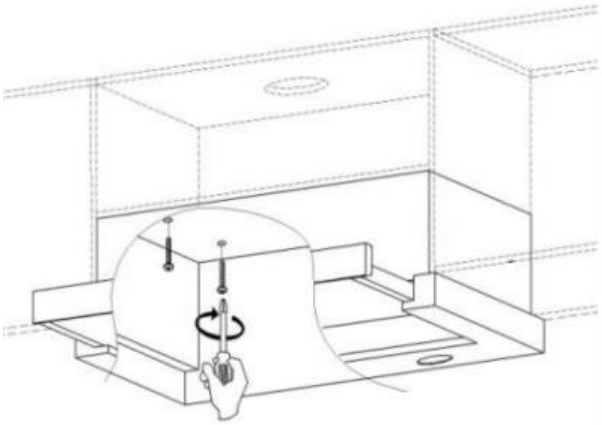
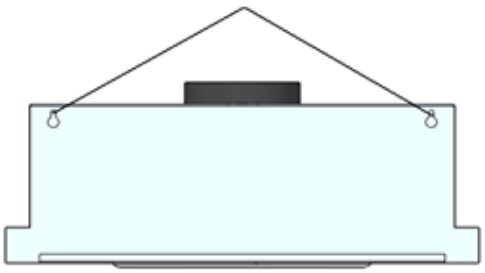

Рис. 4
Рис. 5
4. Прикрепите вытяжку к внутренней полке четырьмя винтами 3х16 (рис. 4), или к стене, просверлив два отверстия для крепления с помощью дюбелей 10х50 (рис. 5).